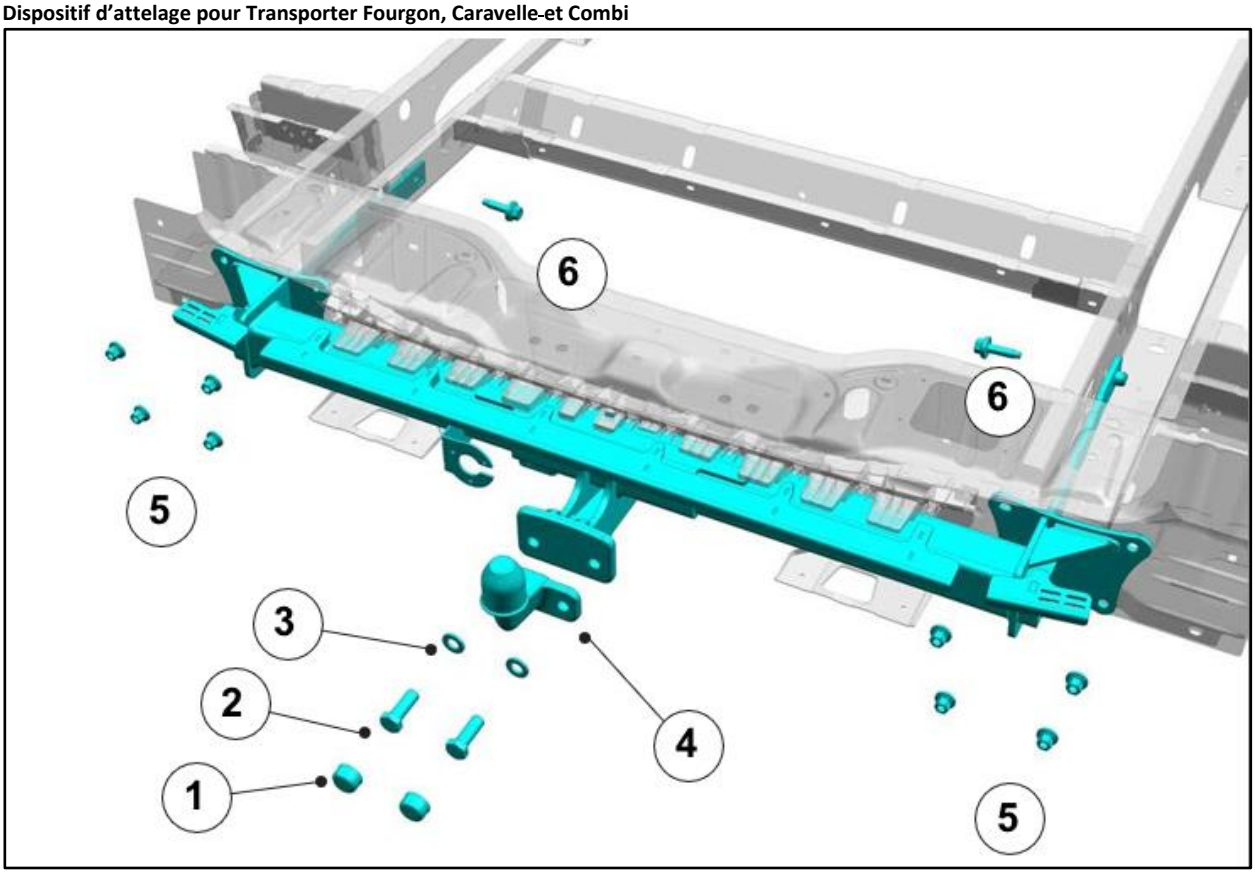
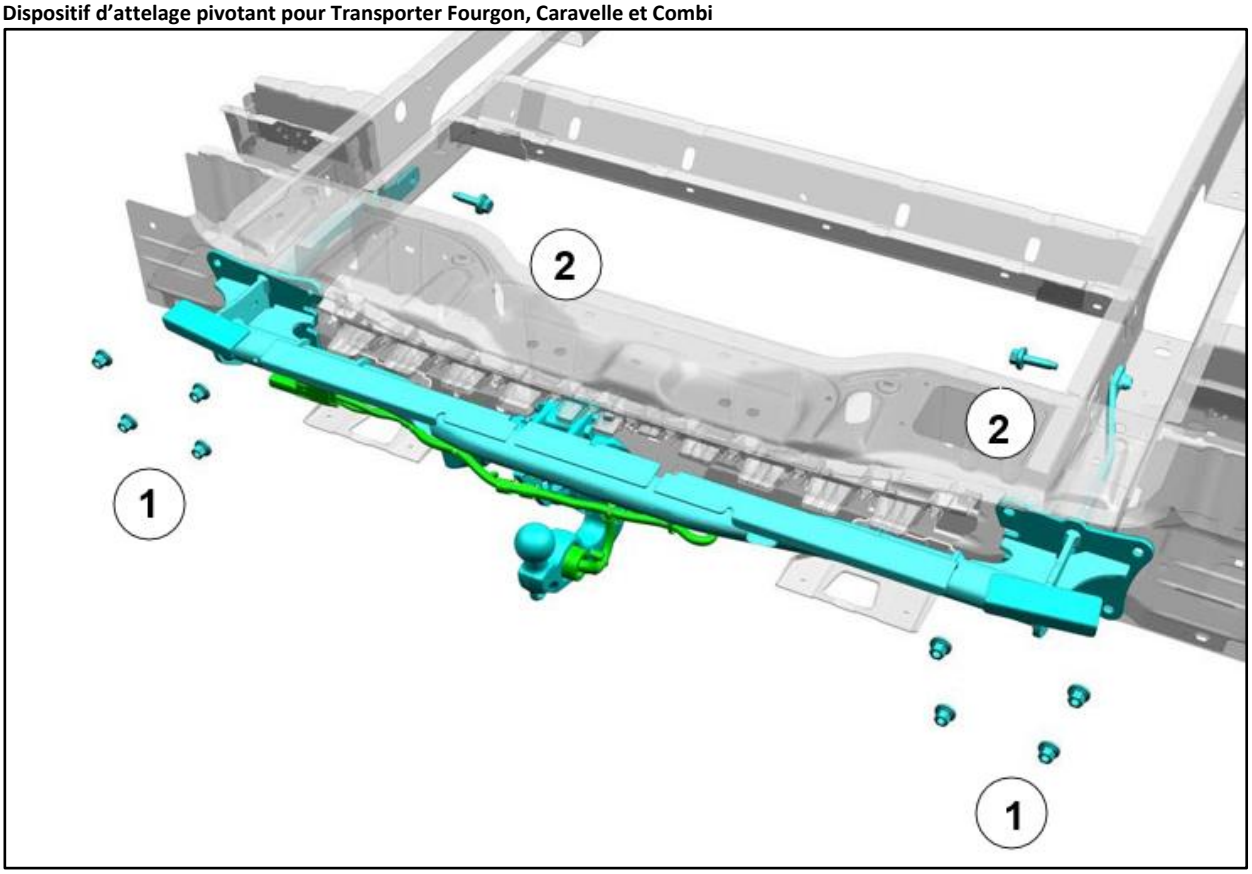

Fig. 1 : Installation du dispositif d'attelage fixe
Fig. 2 : Installation du dispositif d'attelage pivotant
Lors de l'installation d'un dispositif d'attelage sur les longerons, il convient d'utiliser des vis et des écrous neufs dans les deux alésages supérieurs de chaque côté – dans les alésages inférieurs de chaque côté sur lesquels la barre de renfort est fixée, il faut réutiliser les deux vis, voir les figures 1 et 2 dans ce chapitre.
- Pour l'installation du dispositif d'attelage, voir la figure 1 et pour le montage du dispositif d'attelage pivotant, voir la figure 2